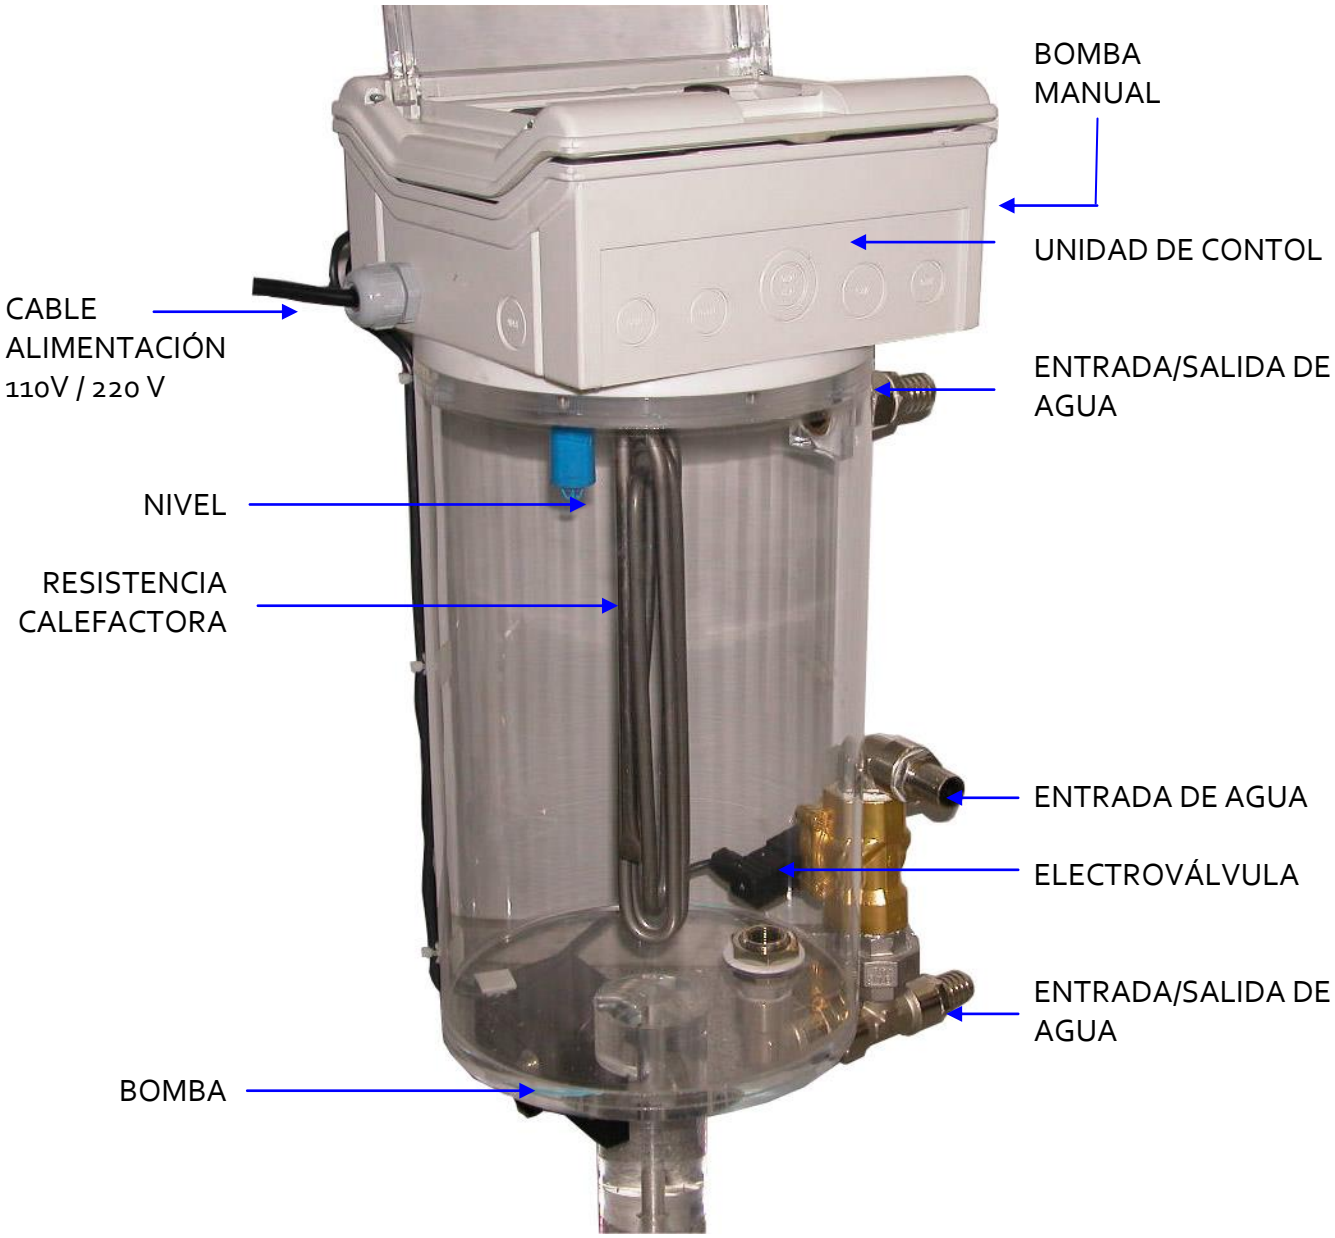

Figura 3. Depósito Calefactor.
- Las entradas- salidas del depósito calefactor a la piscina nunca deben estar cerradas mientras el calefactor esté encendido (véase la Figura 3 para reconocer estos conductos).